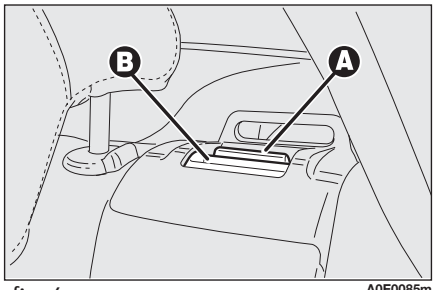

fig. 6
- ❒ lift seat back lever **A-fig. 6** to unlock respectively the left or right section of the backrest and tilt the seat back forward. Lever raising is indicated by a "red band" **B**.
IMPORTANT When the backrest is properly secured, the "red band" **B-fig. 6** on levers **A** shall no longer be visible. The "red band" actually indicates that the backrest is not properly secured. Make sure the head restraints are properly positioned.